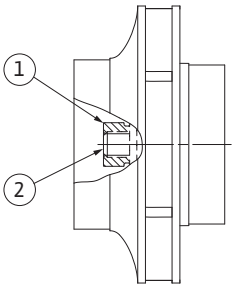

*Fig. 53: Posición correcta de la tuerca del rodete tras el montaje*
29. Sujete el eje (véase el paso 24) y apriete la tuerca del rodete con el par de apriete prescrito (véase el listado "Tabla 11: Pares de apriete de los tornillos" en la página 54). La tuerca (Fig. 53, pos. 1) tiene que quedar enrasada con el extremo del eje (Fig. 53, pos. 2) con un margen de tolerancia de ±0,5 mm. Si no es así, afloje la tuerca y repita los pasos 25 al 29.